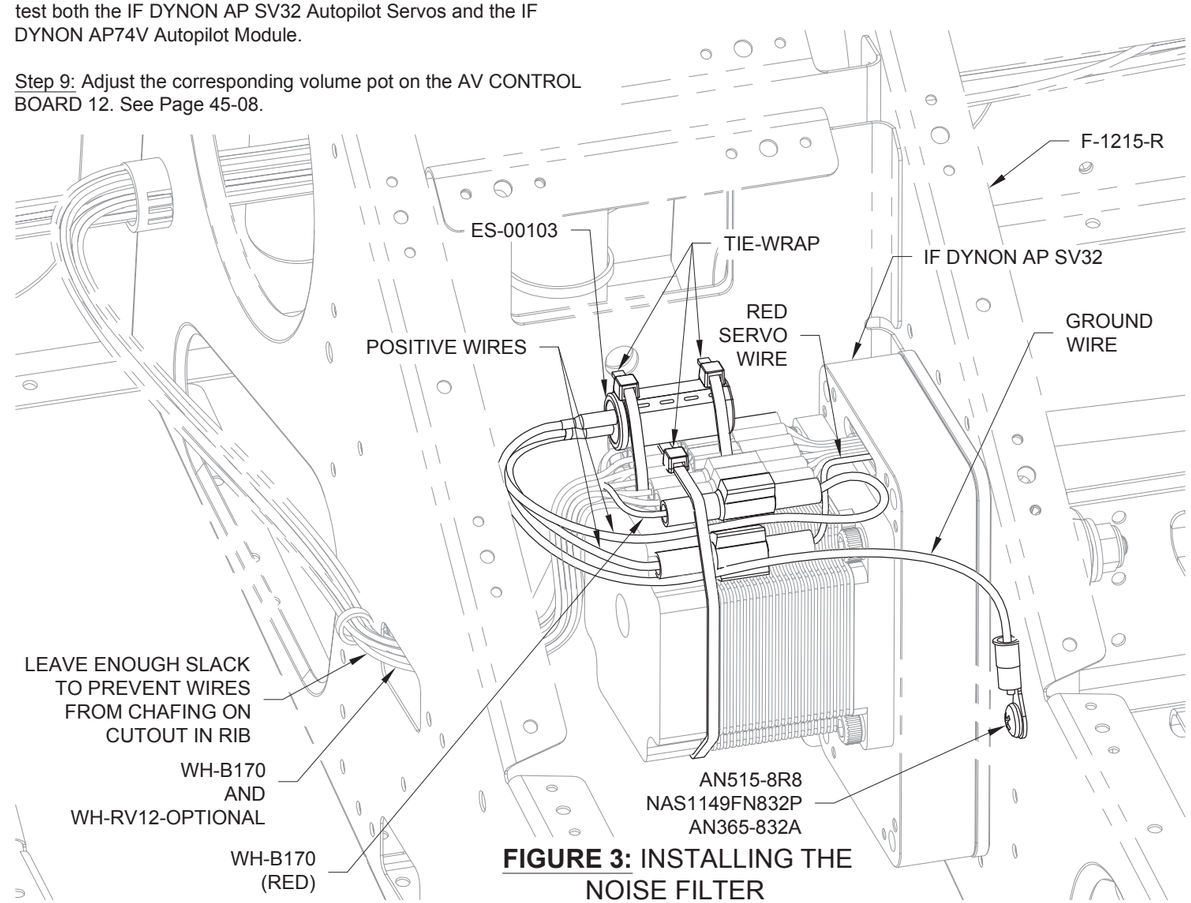

FIGURE 3: INSTALLING THE NOISE FILTER
Step 6: Install a tie-wrap around the IF DYNON AP SV32 Autopilot Servo and its wires. Tie-wrap the ES-00103 Noise Filter to the autopilot servo wires. Tie-wrap wires as required to prevent wires from chafing. See Figure 1 and Figure 3.